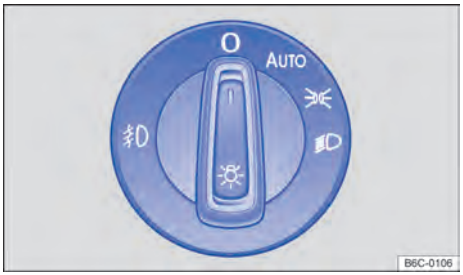

Fig. 72 Ao lado do volante: interruptor de luzes (uma variante).
– **Ligar o farol de neblina : puxe o interruptor das luzes para fora → Fig. 72, até a primeira ranhura. A luz de controle se acende no interruptor na cor verde.